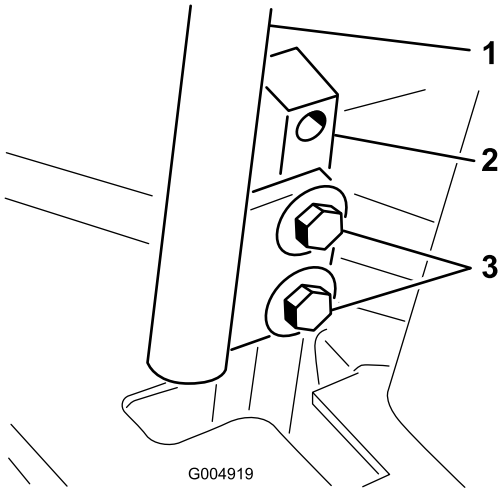

Figur 61
3. Lossa bultarna som fäster rörelsereglagen (Figur 61)